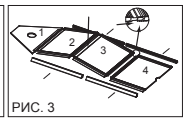

РИС. 3
5. Совместите выступ секции 1 с пазом секции 2 и скрепите детали между собой. Совместите выступ секции 3 с пазом секции 4 и скрепите детали между собой. (РИС. 3) Если пайолы деревянные, для их соединения используйте специальные профили (замки).
6. Поднимая вверх секции 2 и 3, совместите выступ секции 2 с пазом секции 3, после чего нажмите на них так, чтобы они опустились на место заподлицо. (РИС. 3)